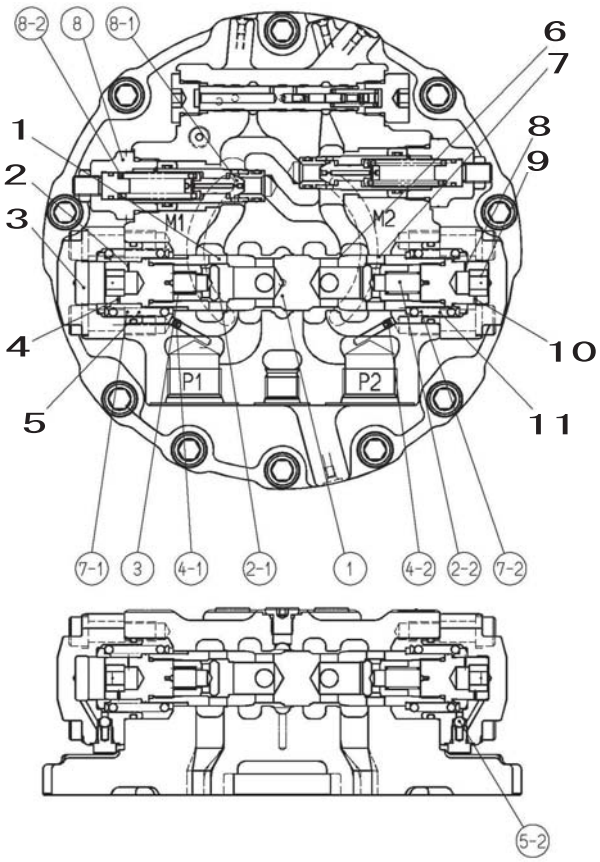

Figure 4 Double counter balance valve when motor rotating
B. Motor starting (Figure 4)
C. Counter balance function (Figure 4)